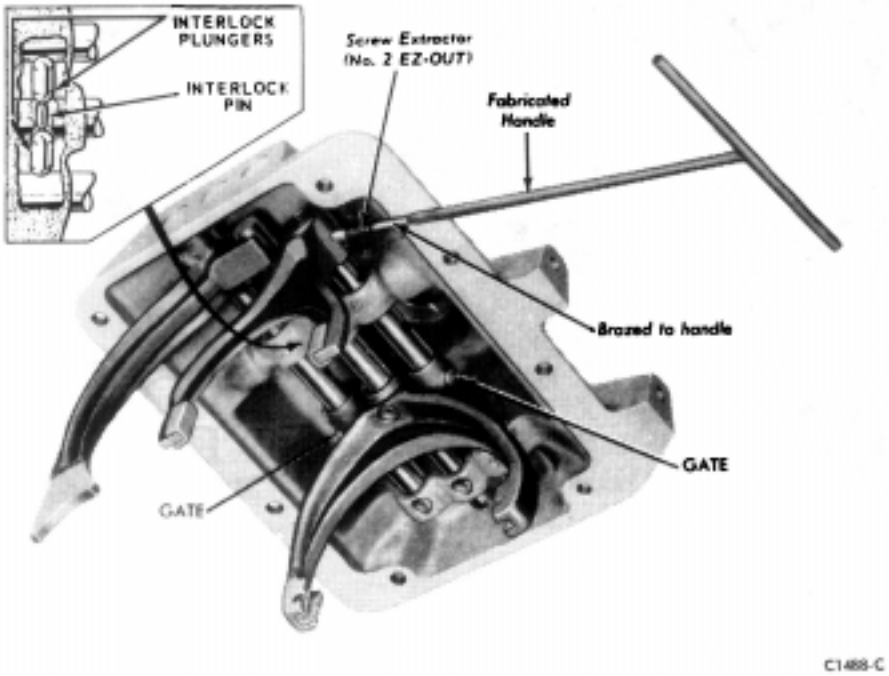

FIG. 13 Removing Shift Fork Spiral Pin
5. Remove the spiral pin from the first- and second-speed shift fork and the gate with screw extractor shown in Fig. 13. To insert the screw extractor into the spiral pin, tap lightly on fabricated handle while slowly turning counterclockwise. When extractor grips the pin, stop tapping and continue turning until spiral pin is removed.